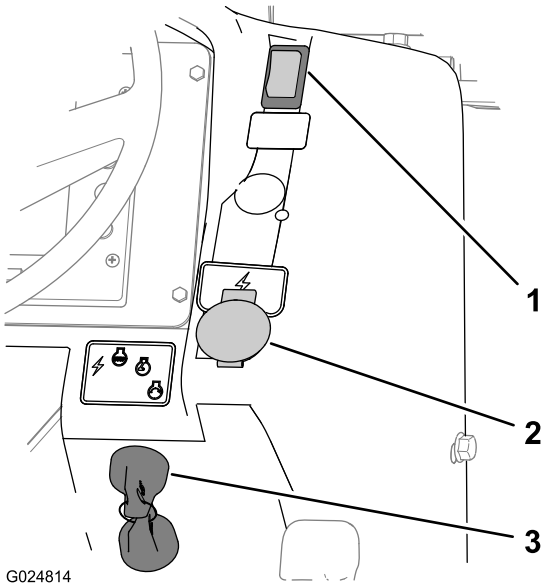

Figure 11
- Serrez le frein de stationnement en appuyant sur le bas l'interrupteur de commande (Figure 11).
Utilisez le commutateur d'allumage pour mettre les accessoires électriques sous tension, ainsi que pour démarrer et arrêter le moteur de la machine (Figure 11). Le commutateur d'allumage comprend les 4 positions suivantes :